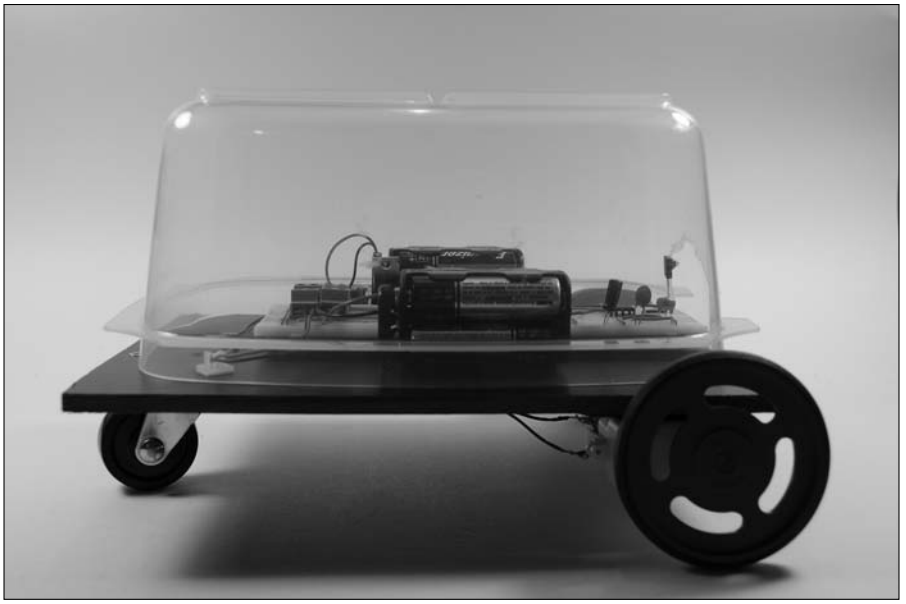

Figure 11-42: The final product: an infrared go-kart!
15. **Rest the bubble on the kart, as shown in Figure 11-42.**